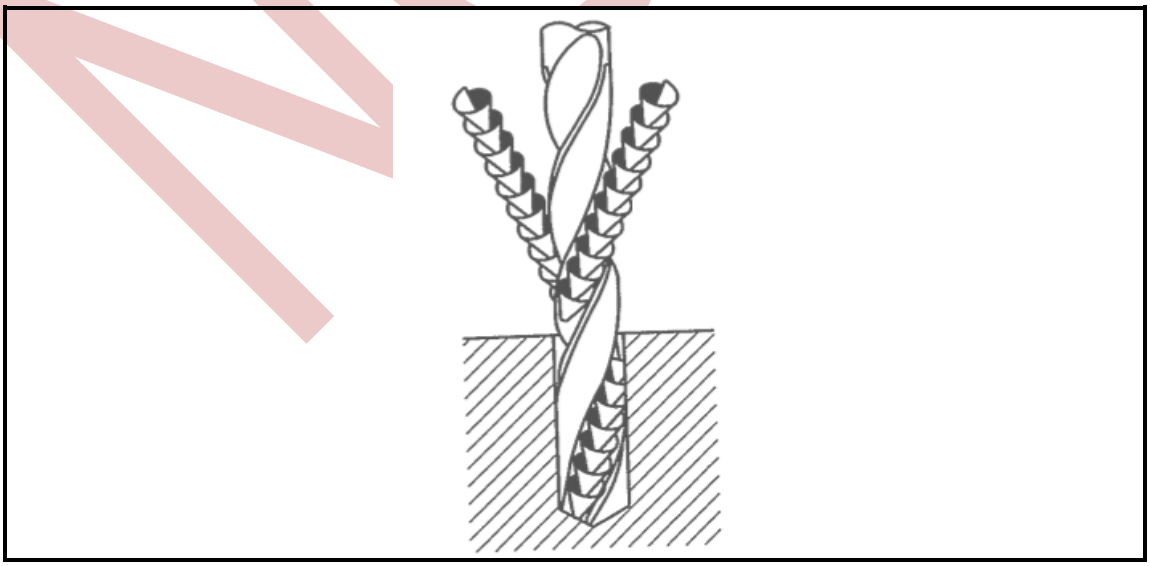

FIGURE 1 (3)
1.2 The diagram in FIGURE 1 shows a drill bit that has been sharpened.